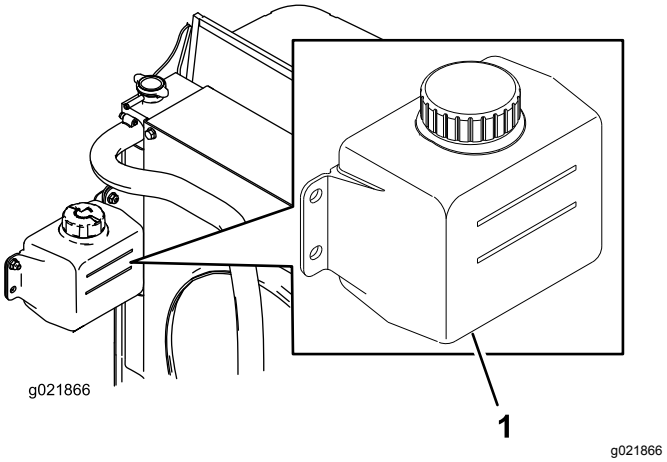

**Figur 12**
1. Kontroller kølevæskestanden i ekspansionsbeholderen (Figur 12).